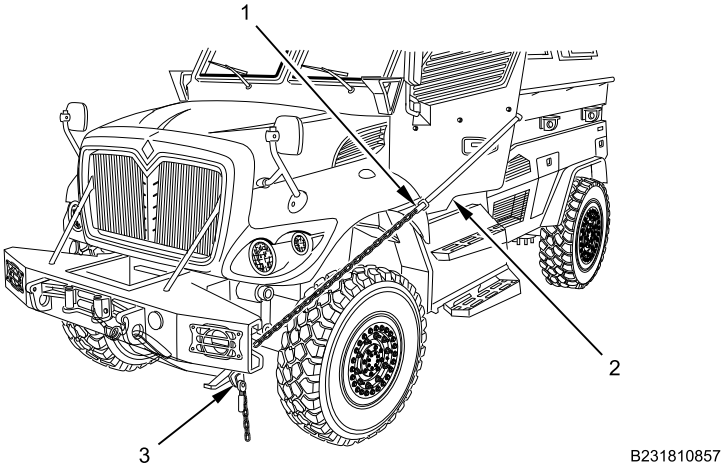

Figure 3. Chain Hoist.
5. Attach chain hoist (Figure 3, Item 1) to lifting strap around front towing eye (Figure 3, Item 3).
6. Attach other end of chain hoist (Figure 3, Item 1) to lifting strap (Figure 3, Item 2) around door armor plate bolt.
8. Tension chain hoist (Figure 3, Item 1) until door is secured in fully open position.